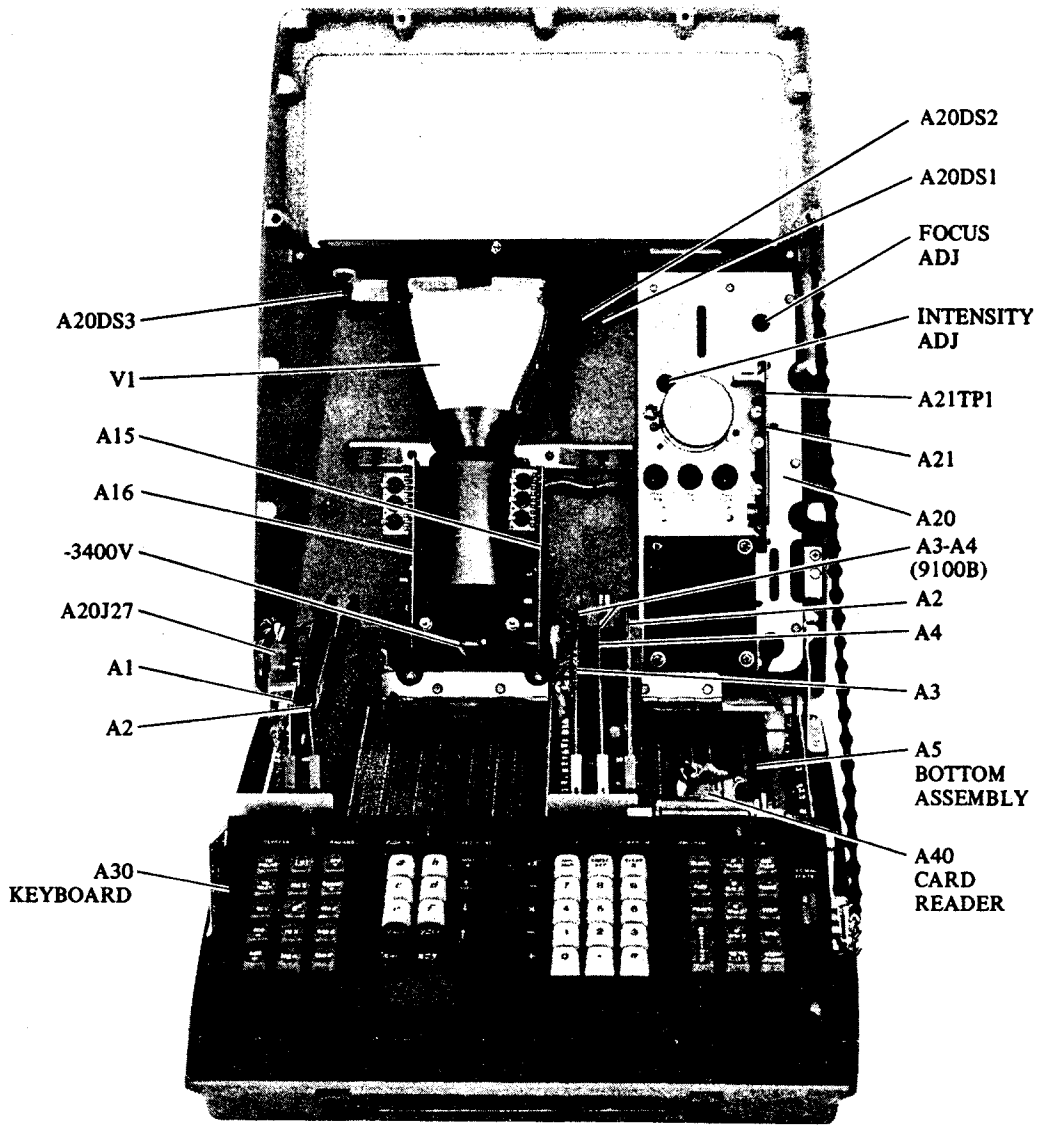

Figure 7. Assemblies of the 9100A/B
9. Remove the A1, A2 (2), A3 and A4 (A1, A2 (2), A3-A4 for a 9100B) assemblies (see Fig. 7). Clean the connectors of each assembly and reinstall.
12. Remove the vertical amplifier (A16 in fig. 7), clean the connector, tighten the pin connectors and reinstall.
13. Remove the horizontal amplifier (A15 in fig. 7), clean the connector, tighten the pin connectors and reinstall.
14. Remove the −15V power supply (A21 in fig. 7).
22. Measure −15V +/−.5V at A21P1 (fig. 7) using -hp- 427A. Adjust A21R13 (−15 volts).
23. Measure from center pin of A21R19 (HV) to ground. Adjust A21R19 for reading of +27.4VDC +/−.3V.